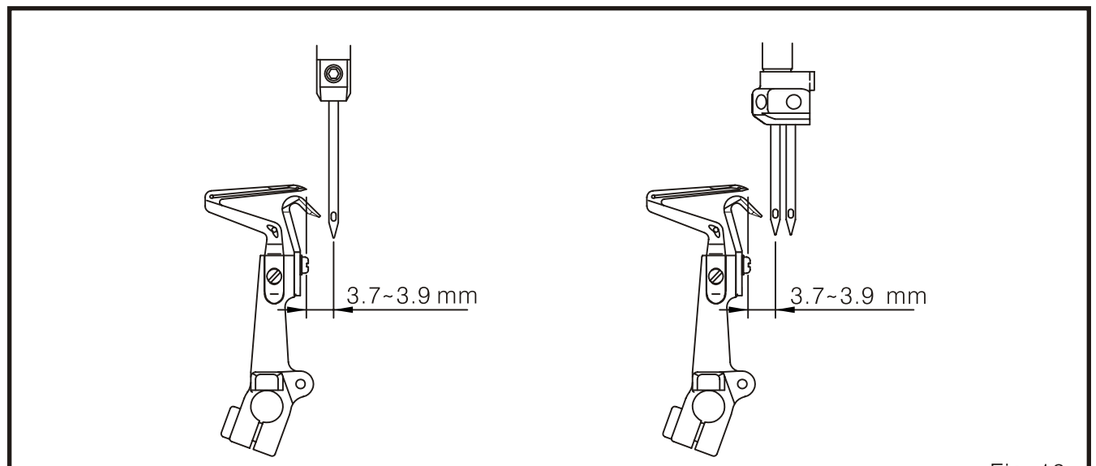

Fig. 13
(1) Cuando el bucleador inferior se mueve al punto mas a la izquierda, la distancia entre la punta del bucleador a la línea media de la aguja debe ser de 3.7 ~ 3.9 mm. Para modelos de aguja doble, la distancia entre la punta del bucleador a la línea media de la aguja izquierda (Fig. 13.)